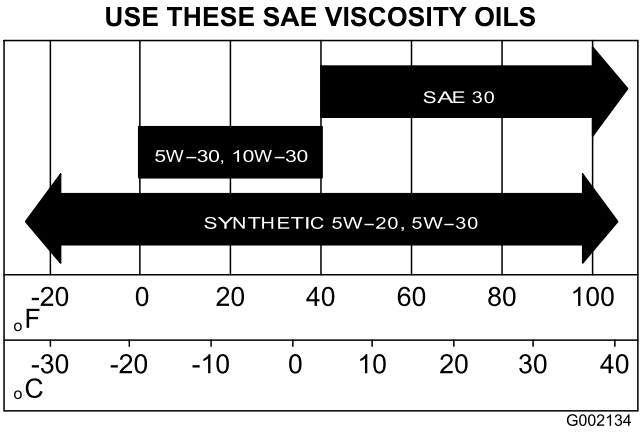

Figur 42
5. Fyld krumtaphuset med den angivne olie. Se Figur 42 i Udskiftning af olien (model 07273 og 07273TC) (side 34).